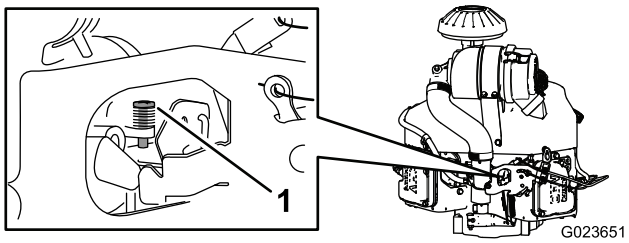

Figur 68
4. Justera förgasarens stoppskruv (Figur 68) så att tomgången är 1 350−1 550 varv/min.